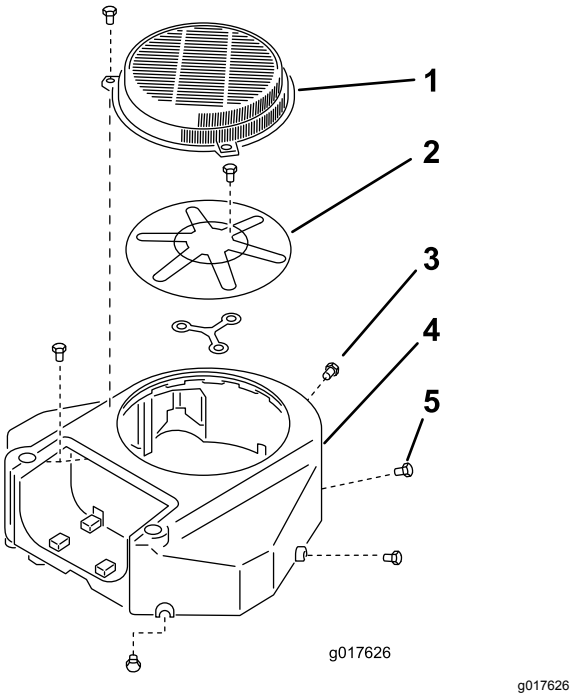

Figuur 61
3. Verwijder het luchtinlaatrooster en de ventilatorbehuizing (Figuur 61).
5. Monteer het luchtinlaatrooster en de ventilatorbehuizing (Figuur 61).